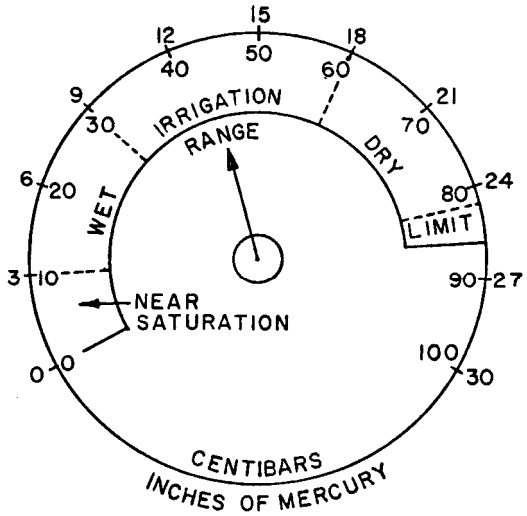

Figure 686-7, Tensiometer Dial
(1) Tensiometers are used to measure soil water suction. A tensiometer consists of a sealed water-filled tube equipped with a vacuum gauge on the upper end and a porous ceramic tip on the lower end. The face of a typical tensiometer gauge is shown in Figure 686-7. Tension readings should be correlated with the soil water content for a specific soil. Tensiometers can be used to schedule irrigations and to determine the amount of water to apply. The main disadvantage of the tensiometer is that it is limited in operation to less than 100 centibars of suction. Normally, tensiometers operate from 0 to 80 centibars. This makes them best suited for coarse textured soils. When the suction exceeds 80 centibars, tension is broken and the dial will read zero. The tensiometer will then need recharging before it will work.
(2) The suction generated when the crop roots remove water from the soil draws water from the tensiometer tube through the porous tip and causes the gauge to register a vacuum. The drier the soil, the higher the reading.
(3) When irrigation or rain water renews the soil water supply, water is sucked into the tensiometer tube thus causing the gauge to read lower.
(4) Tensiometers are set at a station setting up a zone of soil water control in the soil. A "station" consists of two or more tensiometers of different lengths placed near one another.
(5) Two stations may be enough in a field with uniform soil and slope. One station should be near the upper end of the field and the other near the lower end. More tensiometers may be needed in areas where the soils or slopes vary from representative soils or slopes in the field. When placing tensiometers, the following suggestions should be kept in mind.